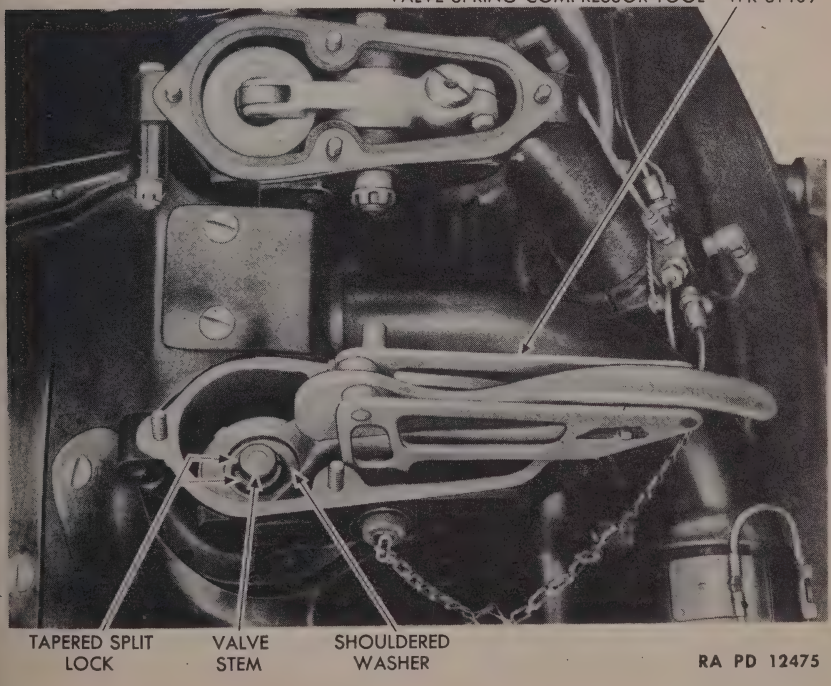

Figure 71—Compressing Valve Springs to Remove Split Lock
b. Removal of Valve Spring (fig. 71).
compressing handle up. Press down on the tool until the holes in the body of the tool line up with the rocker arm shaft holes in the rocker box, and place the compressing tool pin into the holes. Compress the springs (fig. 71), using a support through the spark plug hole to keep the valve from dropping down into the cylinder. Make sure that the support is padded with cloth to prevent damage to the spark plug hole threads.